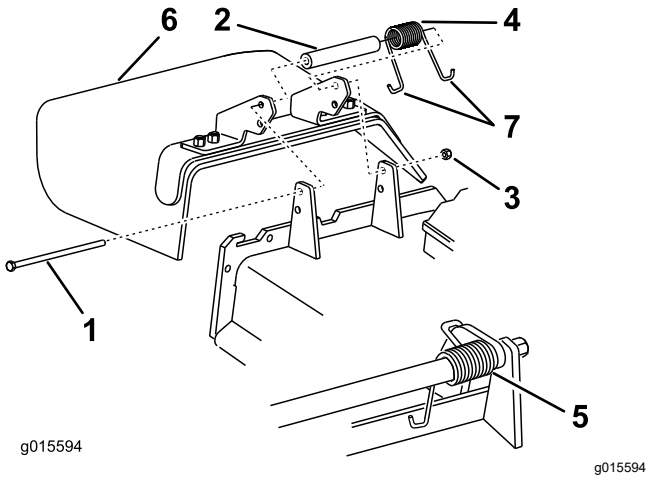

Figure 86
1. Retirez le contre-écrou, le boulon, le ressort et l'entretoise qui fixent le déflecteur aux supports de pivot (Figure 86).
2. Déposez le déflecteur d'herbe s'il est endommagé ou usé (Figure 86).
Remarque: Prenez soin de placer une extrémité en **J** du ressort derrière le bord du plateau avant de mettre le boulon en place, comme montré à la Figure 86.
6. Accrochez 1 extrémité en **J** du ressort au déflecteur d'herbe (Figure 86).